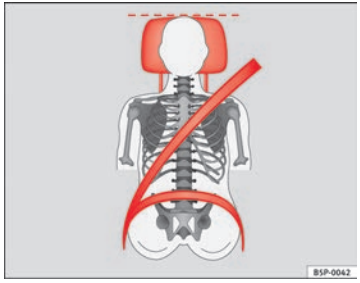
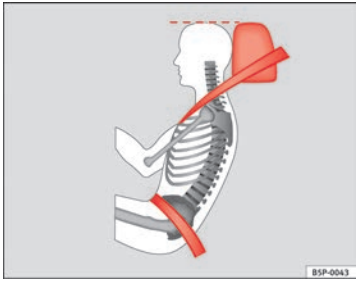

Fig. 64 Front view: head restraints and seat belts correctly adjusted
Fig. 65 Side view: head restraints and seat belts correctly adjusted
– Adjust the head restraint so that the top is at the same level as the top of your head or as close as possible to the same level as the top of your head, at least at eye level ⇒ fig. 64 and ⇒ fig. 65.